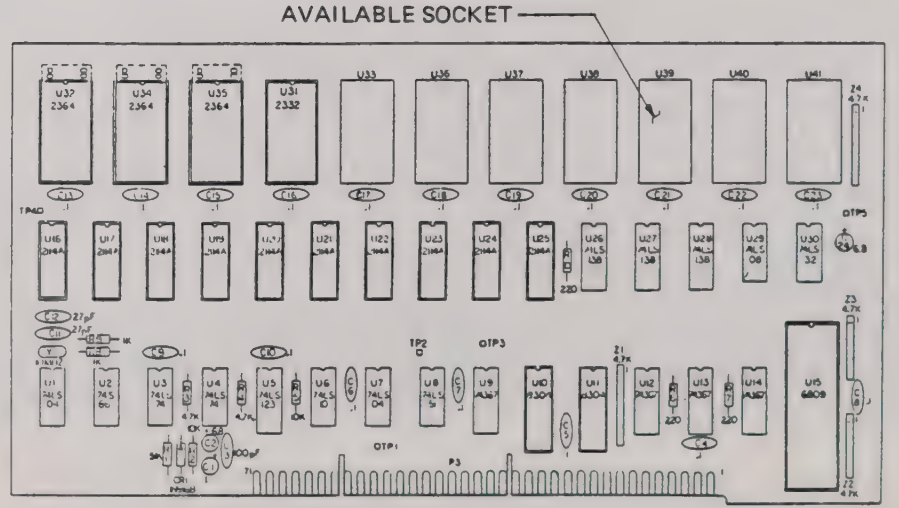

Figure 6.6 - User ROM Installation Socket U39 on CPU Assembly Board 401661
b) As shown in Figure 6.6, for Series 200 logic analyzers with CPU board Assembly P/N 401661, the user ROM is installed into socket U39.